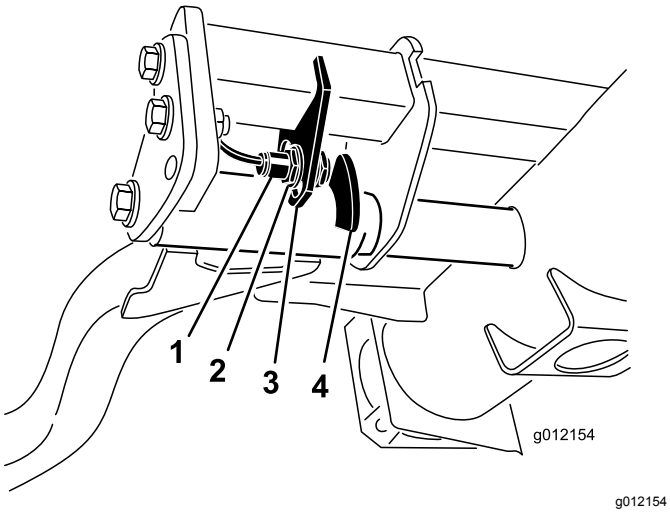

Figuur 38
2. De schakelaar van de hefarm bevindt zich onder de hydraulische tank achter de hefarm rechts voor (Figuur 38).
3. Draai de bevestigingsschroeven van de schakelaar los en zet de schakelaar lager om de draaihoogte van de hefarm te verhogen of hoger om de draaihoogte te verlagen (Figuur 38).